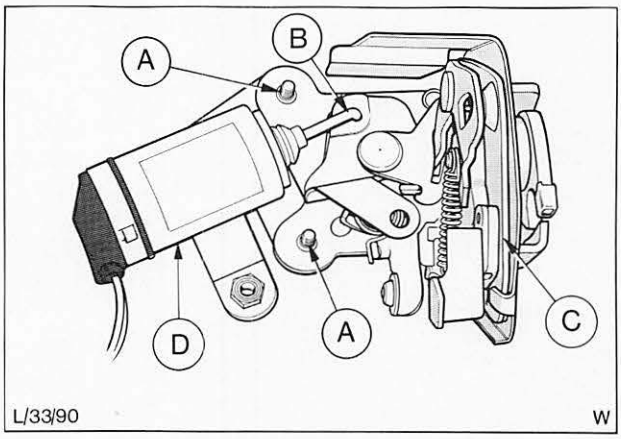

Abb. 40 Türschloß und Magnetschalter
4. Durch Entfernen der Schrauben „A" in Abb. 40 Magnetschalter vom Türschloß trennen.
5. Betätigungshebel des Schalters in die Öffnung des Schlosses einsetzen und Magnetschalter mit 2 Schrauben am Türschloß befestigen, Abb. 40.